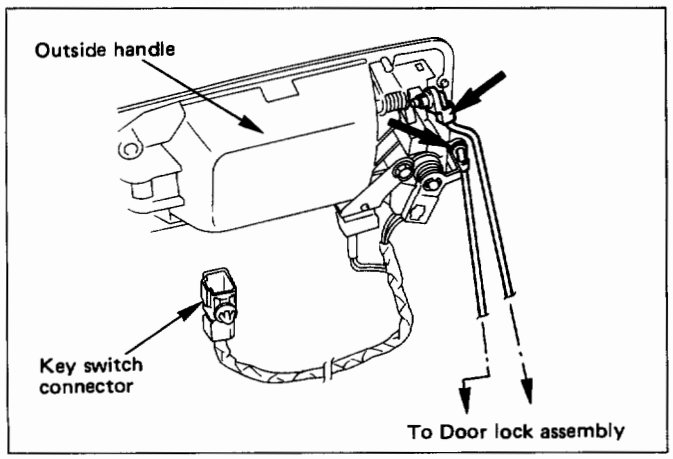

Fig. 10-67
- Disconnect the locking links (Arrow marks positions) and key switch connector (W/Anti-theft) (Fig. 10-67).